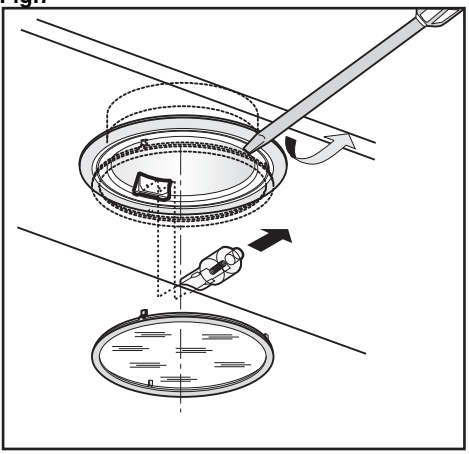

Fig.9
• Udskiftning af halogenpærer (Fig.9).